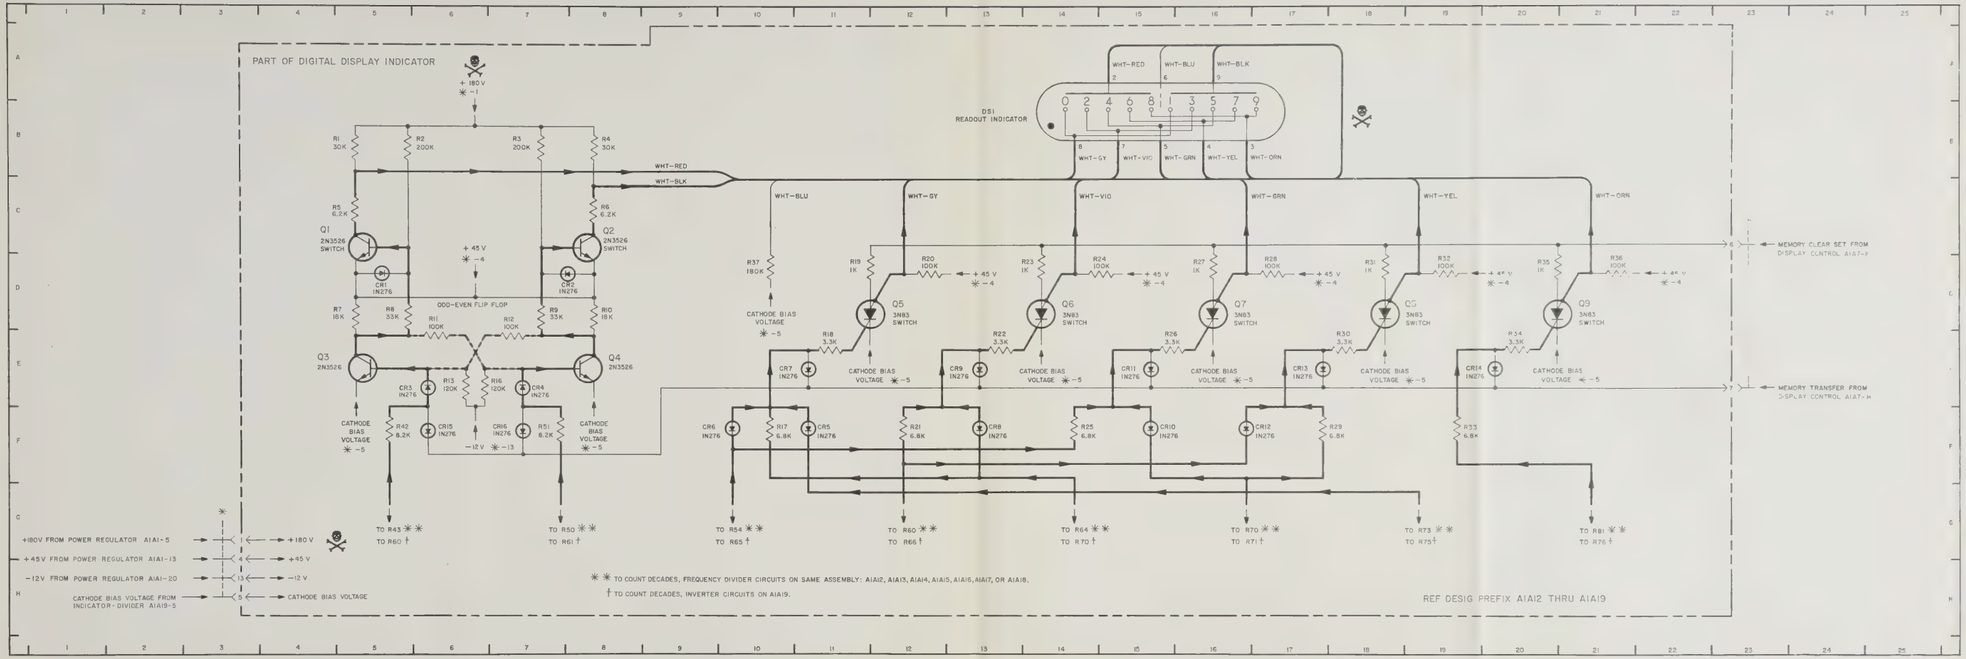

Figure 5-77. Readout, Digital Display Circuits, Schematic Diagram
7. Readout portion of assemblies A1A12 through A1A19 are identical and are represented by figure 5-77.